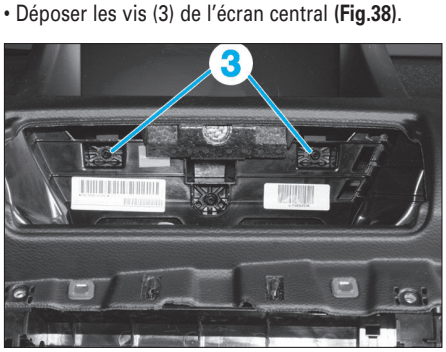

Fig. 38
• Déposer les vis (3) de l'écran central **(Fig.38)**.